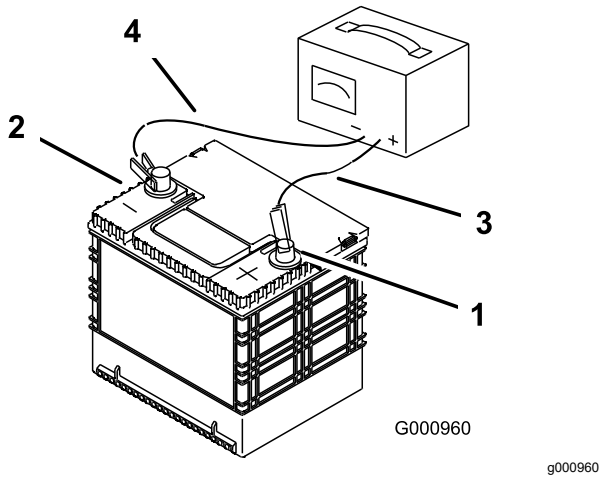

Figur 74
2. När batteriet är fulladdat ska laddaren först kopplas bort från eluttaget och sedan ska laddningskablarna lossas från batteripolerna (Figur 74).